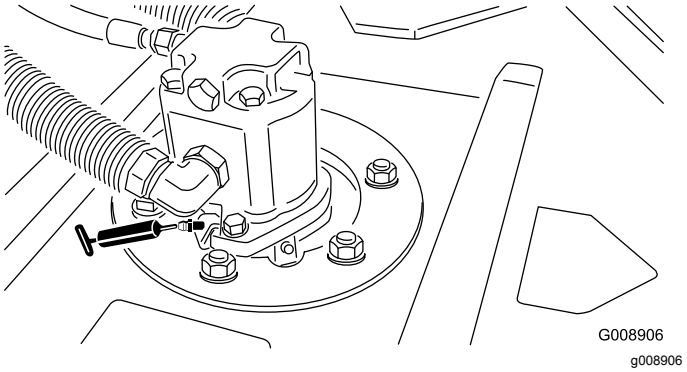

Figur 35
- Klippeenhedens spindelaksellejer (2 pr. klippeenhed)—Figur 35